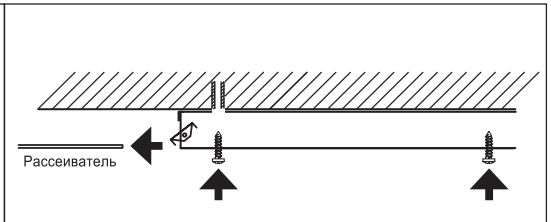

Рис. 5
7. Установите светильник на поверхность или присоедините подвесы через отверстия (Рис. 5). Подвесы и крепления для накладного монтажа в комплект поставки не входят.